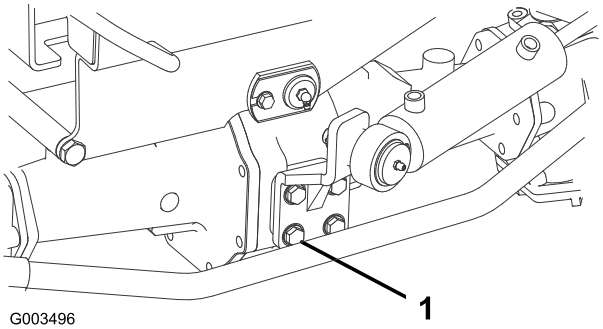

**Figuur 55**
2. Controleer de torsie van de bevestigingsbouten van de stuurcilinder (Figuur 55). Draai deze vast met een torsie van 65-81 Nm.